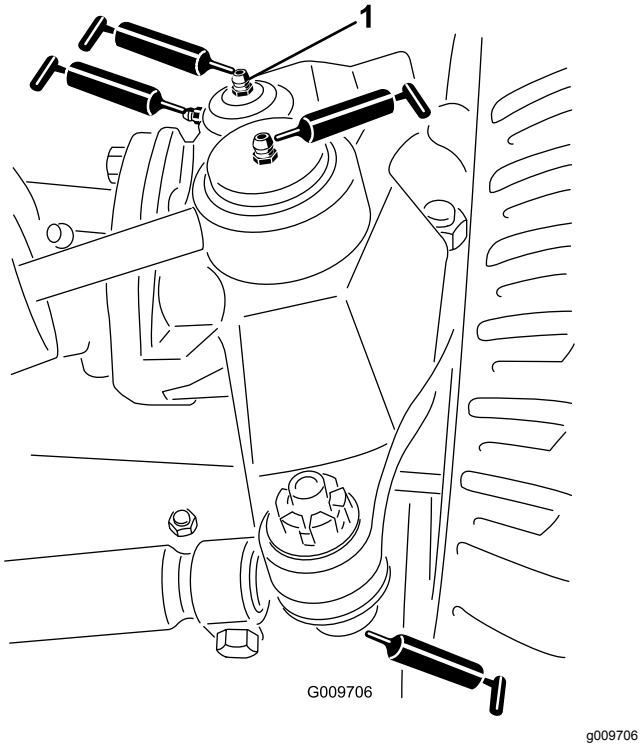

Figur 45
- Styresylinderens kuleledd (2) (Figur 45)
- Parallellstagets kuleledd (2) (Figur 45)
- Kingbolthylser (2) (Figur 45) **Den øverste anordningen på kingbolten skal bare smøres årlig (to pumpetrykk).**